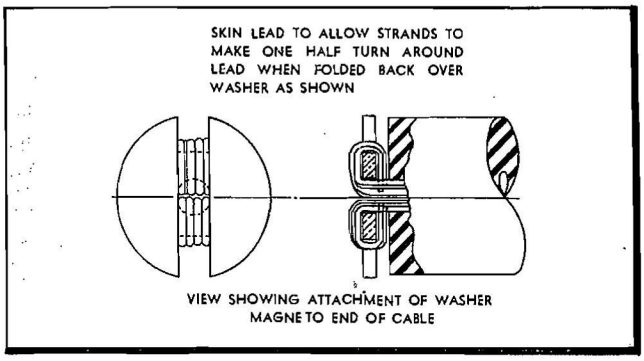

Figure 222—Method of Installing Washer on Ignition Cable
m. Remove 1/2 in. of the insulation from the magneto end of each wire. Separate the strands of wire, space them evenly and fold back over the insulation. Install the thin brass washer over the end of the wire and secure it in place using the special pliers (Tool No. 803828). Refer to Figures 222 and 223.